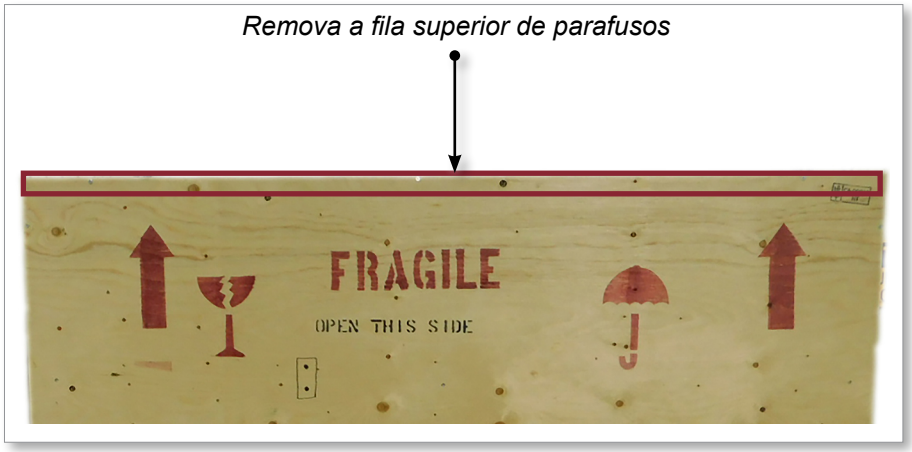

Figura 3-6 Remova a fila superior de parafusos
2. Retire a fila superior de parafusos do lado longo da caixa. Consulte a Figura 3-6.